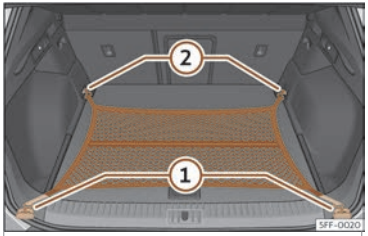

Fig. 118 No maleteiro:bolsa de rede enganchada case tocando o piso.
- Fixe os ganchos da rede nas argolas de amarre ① e ②››› fig. 118 ››› ⚠. A cremalleira da bolsa ten que quedar cara arriba.